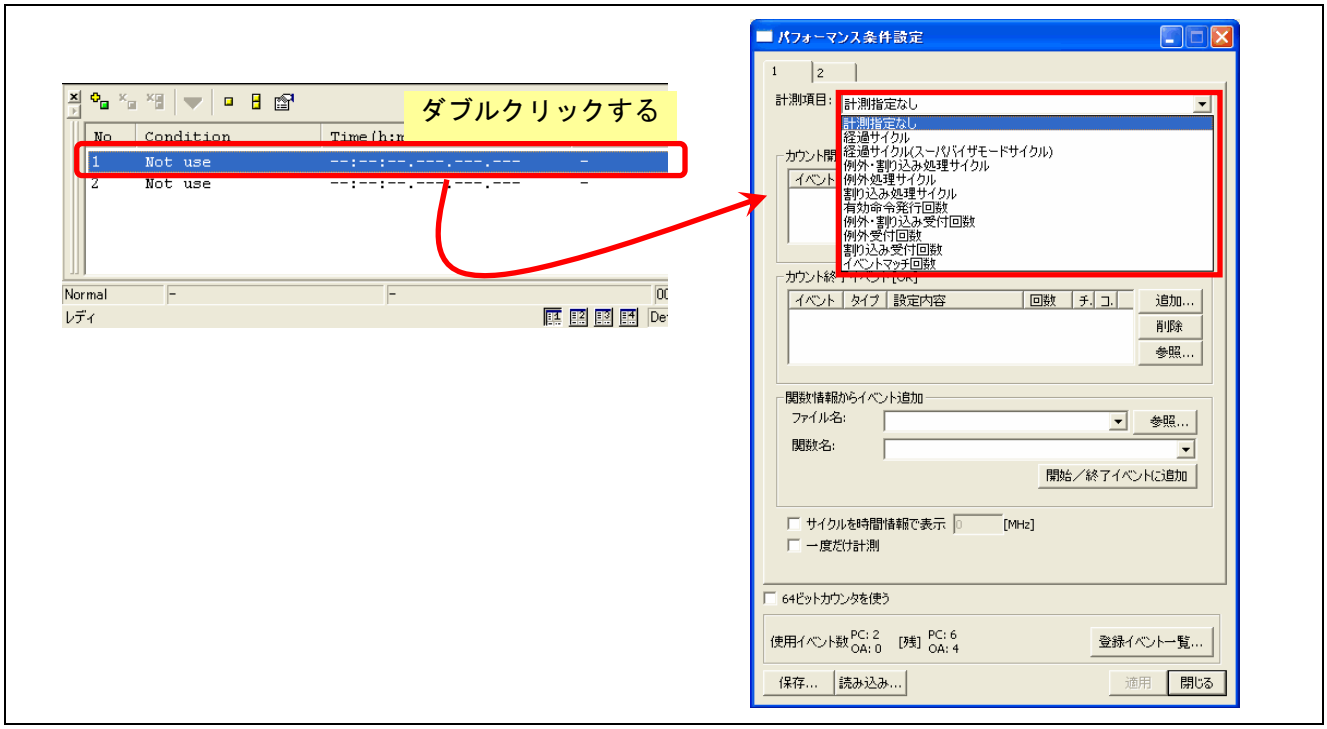

図 4.54　パフォーマンス条件設定ウィンドウの表示
(2) 図 4.54のようにパフォーマンス解析ウィンドウの“[No.1] Not use”を選択し、ダブルクリックすることで、パフォーマンスの条件設定ウィンドウが開きます。
(3) パフォーマンス条件設定ウィンドウのプルダウンメニューに表示されている計測項目が選択可能です。